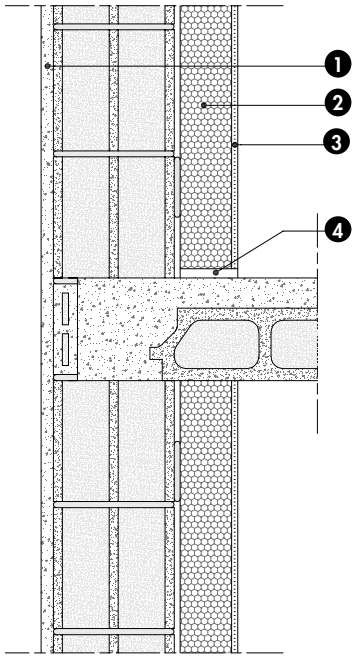

Fig. 1 : Mur de type I en maçonnerie
1. Mur de type I (fig. 1 et 2)
Nomenclature des figures 1 et 2